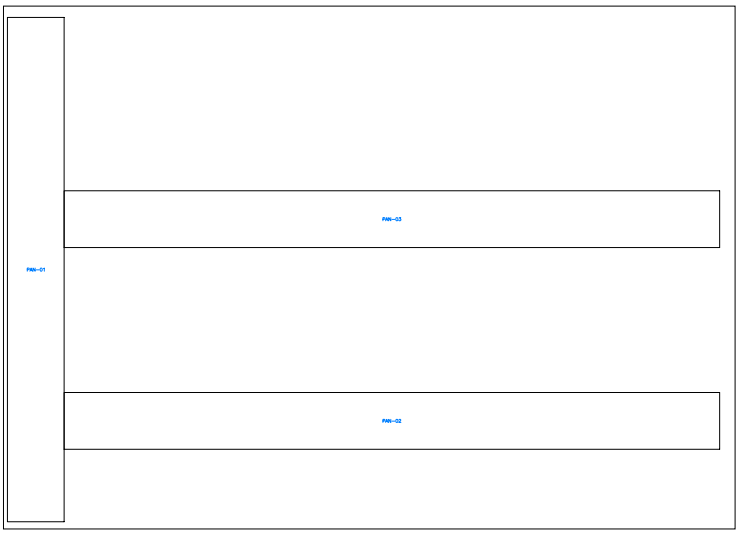

Figure P2-4 *PAN-03 DIN Rail inserted in the drawing*
25. Choose the **OK** button in this dialog box; the PAN-03 DIN Rail is inserted in the drawing, as shown in Figure P2-4.